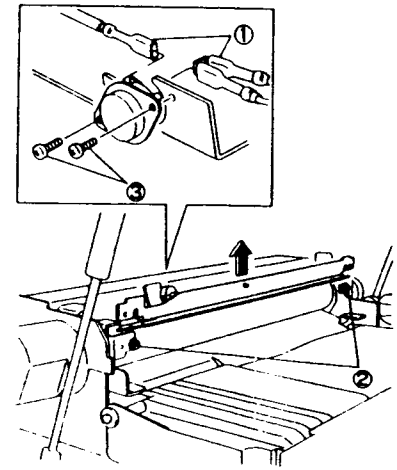

Рис. 3 NZM-0111
7. (Рис. 3): Снимите термостат.
①. Снимите провод заземления термостата.
②. Ослабьте винты (2) и снимите держатель датчика.
③. Снимите термостат.